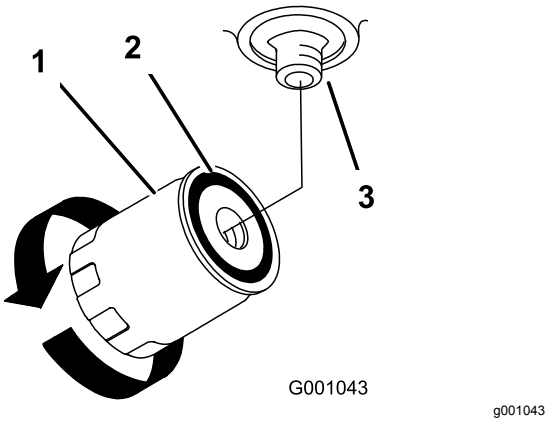

Figur 74
4. Ta bort det gamla filtret och torka av ytan på filteradapterns packning (Figur 74).
7. Vrid filtret medsols tills gummipackningen kommer i kontakt med filteradaptern och dra åt filtret ytterligare ett halvt varv (Figur 74).